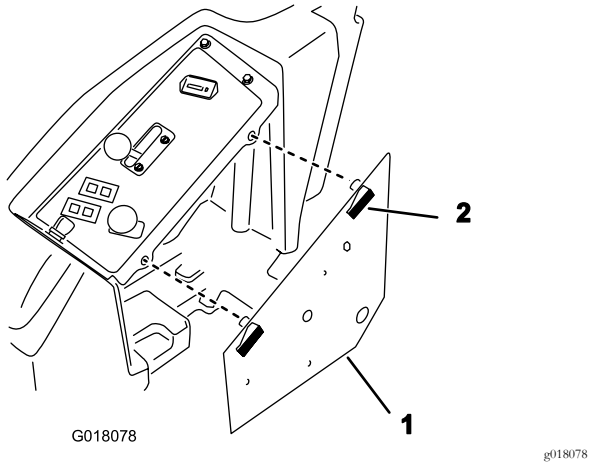

**Figuur 7**
2. Ontgrendel het bedieningspaneel en leg het opzij (Figuur 7).